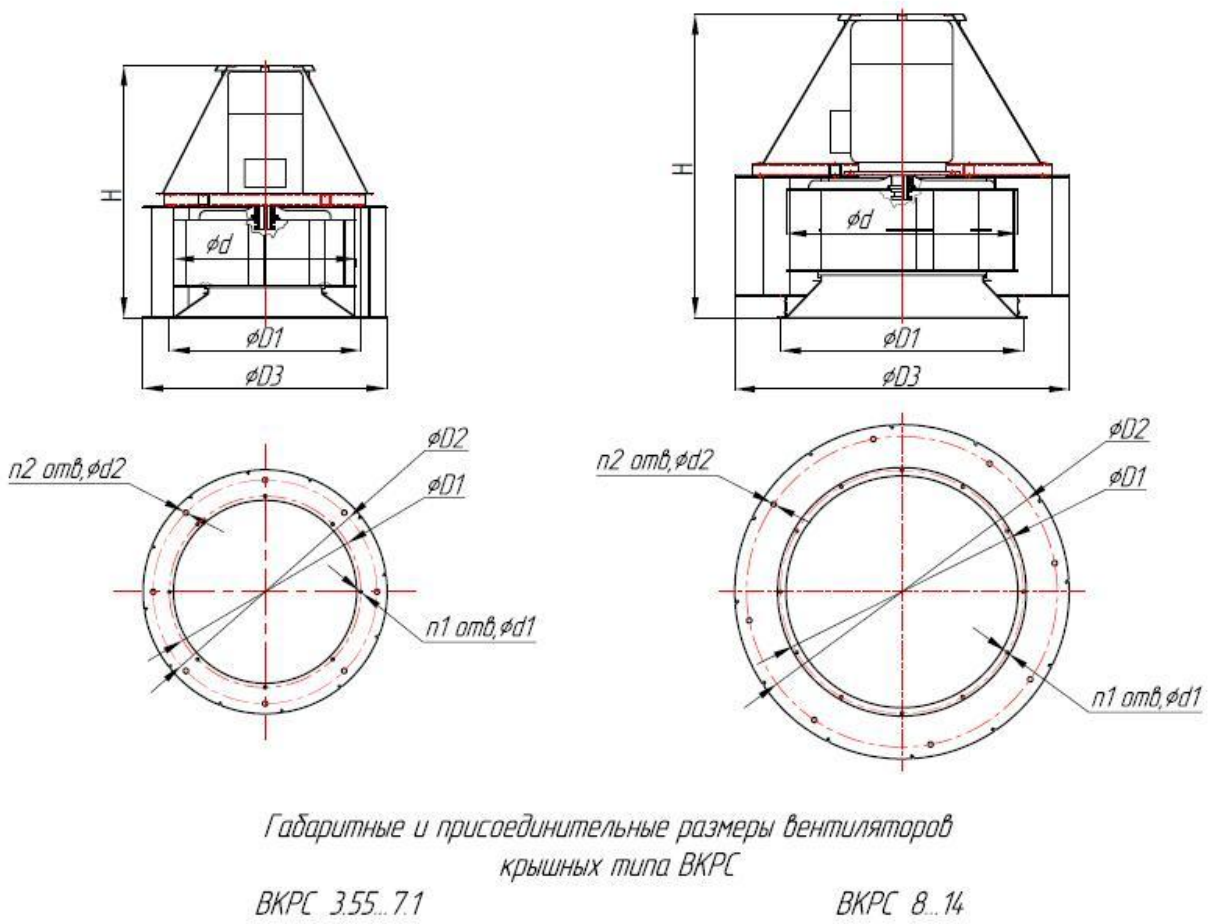

РИС. 1. Габаритные и присоединительные размеры вентиляторов ВКРС
1.2.2. Устройство вентиляторов, габаритные, присоединительные и установочные размеры вентиляторов указаны на рис. 1, табл. 1.